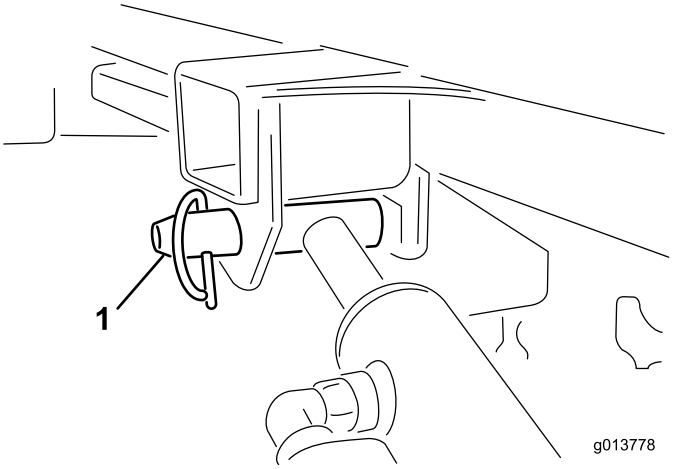

Rysunek 51
11. Jedną ręką przytrzymaj siłownik podnoszenia. Drugą ręką wyjmij kołek zabezpieczający siłownika podnoszenia (Rysunek 51).